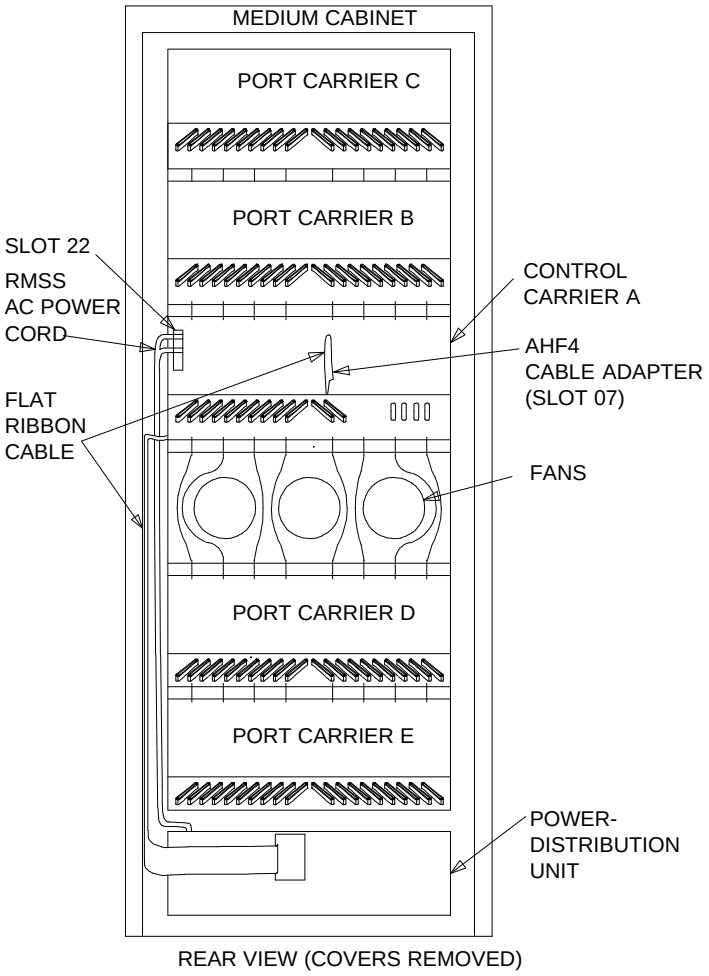

Figure 2-32. R1V3 System Cabinet
2. Disconnect the AHF4 cable adapter from behind slot ‘‘07’’ of control carrier ‘‘A’’ (see Figure 2-32).